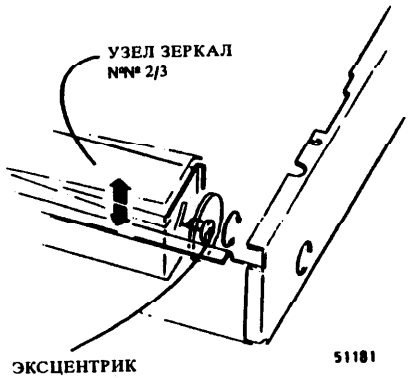

Рис. 1. Регулирование оптического перекоса
4. (Рис. 1): поднять узел зеркала № 2/3; отверткой повернуть эксцентрик на 1/8 - 1/4 оборота в обоих направлениях.